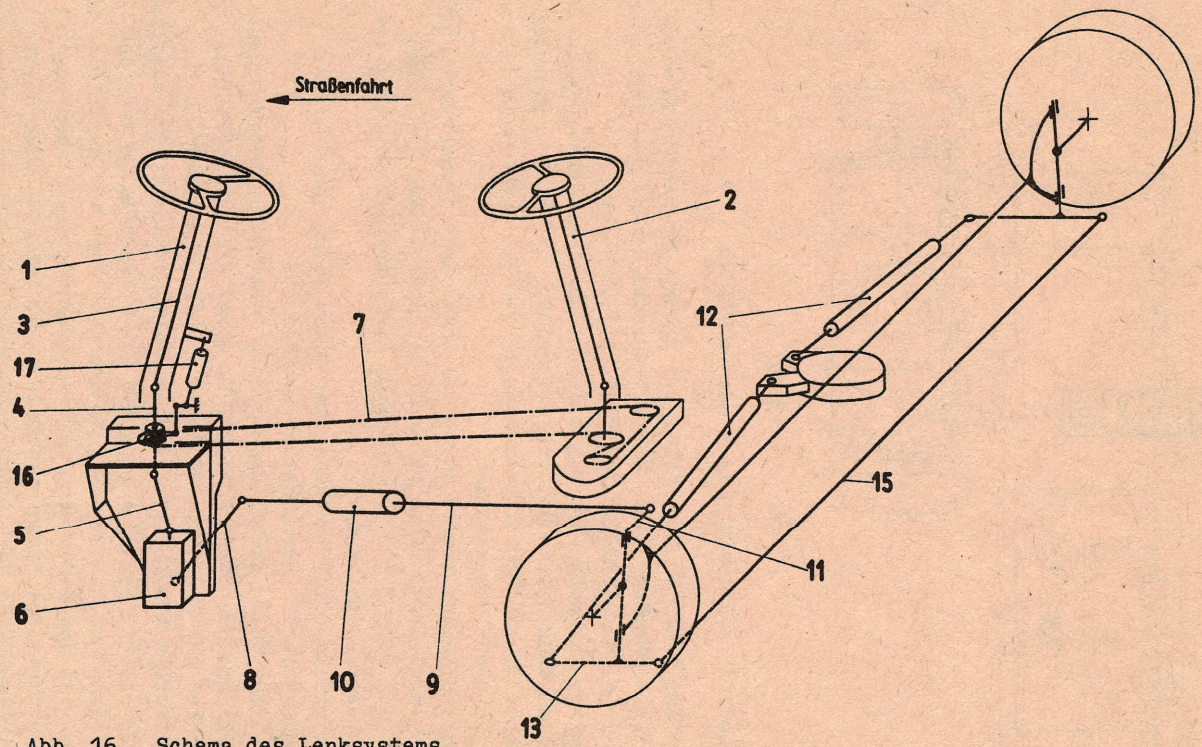

Abb. 16. Schema des Lenksystems
6.1.15. Lenkung (Abb. 16 und 17)